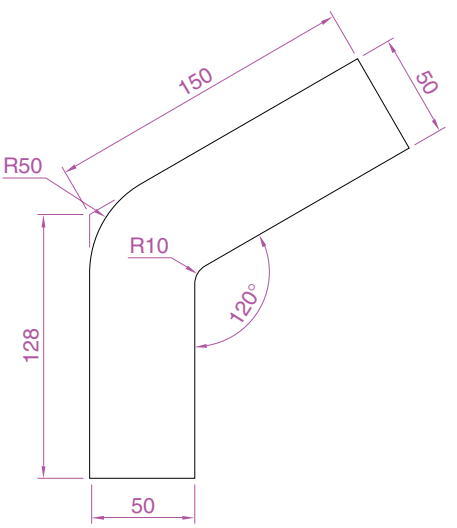

Fig. 17.24 Second example – **2D outlines in 3D space** – outline to be extruded
1. Place the drawing area in the **UCS** *__FRONT__* view, **Zoom** to **1** and construct the outline in Fig. 17.24.